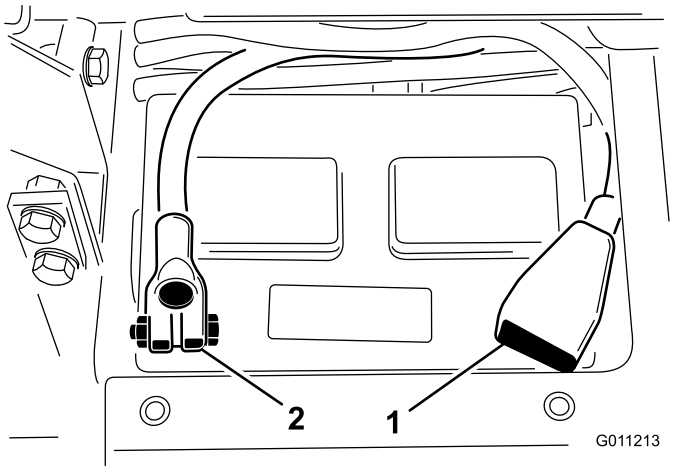

Figur 5
8. Slut pluskablet (rødt) til pluspolen (+) og minuskablet (sort) til minuspolen (–) på batteriet, og fastgør dem med bolte og møtrikker (Figur 5). Sørg for, at pluspolen (+) sidder ordentligt fast på batteriet, og at kablet er placeret tæt ind til batteriet. Kablet må ikke berøre batteridækslet.